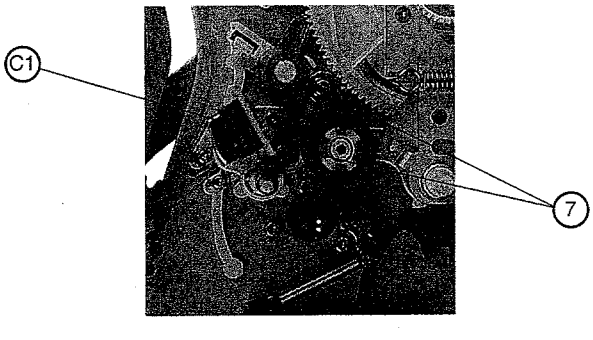

*fig. 9*
*(Abb.9)*
- Die 2 Schrauben (7) entfernen und dann die Kontrollkopfeinheit anheben.
*(fig. 9)*
- Remove 2 screws (7) and lift the audio-control head.